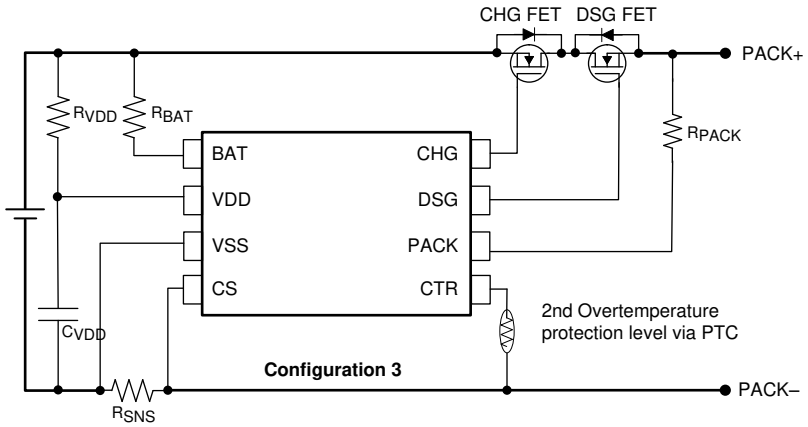

Figure 8-14. BQ298xx Reference Schematic Configuration 3
- Added the battery schematic symbol in Figure 8-14 21